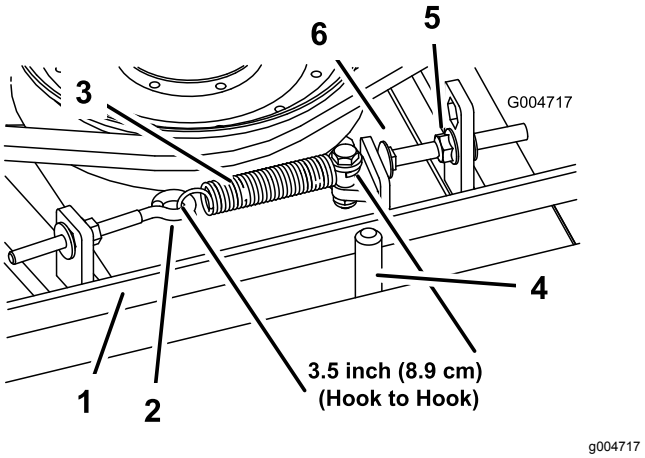

Figur 75
Vid korrekt spänning ska förlängningsfjäderns inre mått (från krok till krok) vara cirka 8,3 till 9,5 cm. När fjäderspänningen är korrekt ska du justera stoppskruven (vagnsskruven) tills det finns ett spel på cirka 2 till 5 mm mellan skruvens huvud och mellandrevsarmen (Figur 75).
Obs: Kontrollera att remmen sitter på fjädersidan av remstyrningen (Figur 75).
2. Lossa öglebulten så att du kan ta bort förlängningsfjädern (Figur 75).
3. Lossa flänsmuttern som håller fast stoppskruven på monteringsfliken och flytta mellanremskivan bort från remmen för att minska remspänningen (Figur 75).
9. Sätt fast förlängningsfjädern (Figur 75) i öglebulten och spänn remmen på följande sätt: